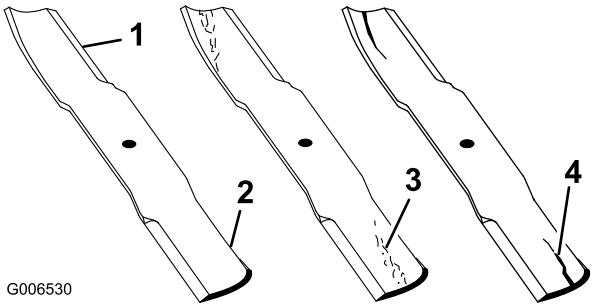

Figur 53
1. Kontrollera eggarna (Figur 53). Om eggarna är slöa eller har hack ska knivarna tas bort och slipas. Se Slipa knivarna.
2. Kontrollera knivarna, speciellt den böjda delen (Figur 53). Montera omedelbart en ny kniv om du upptäcker skador, slitage eller spårbildning i detta område (Figur 53).